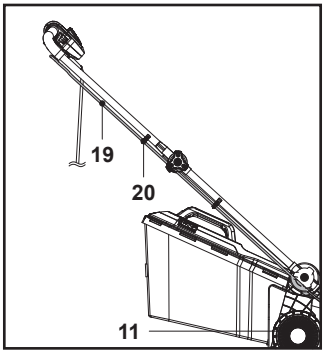

Fig. 4
6. Fixează cablul de control (19) cu cele două cleme de cablu (20) (fig. 4).